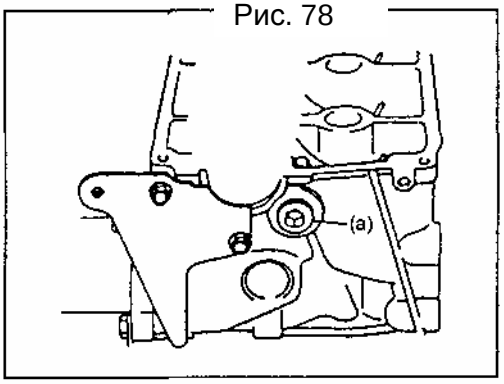

Рис. 79
3) Установите масляную заглушку и заднюю крышку ремня ГРМ. Затяните болт заглушки необходимым моментом (Рис. 79).